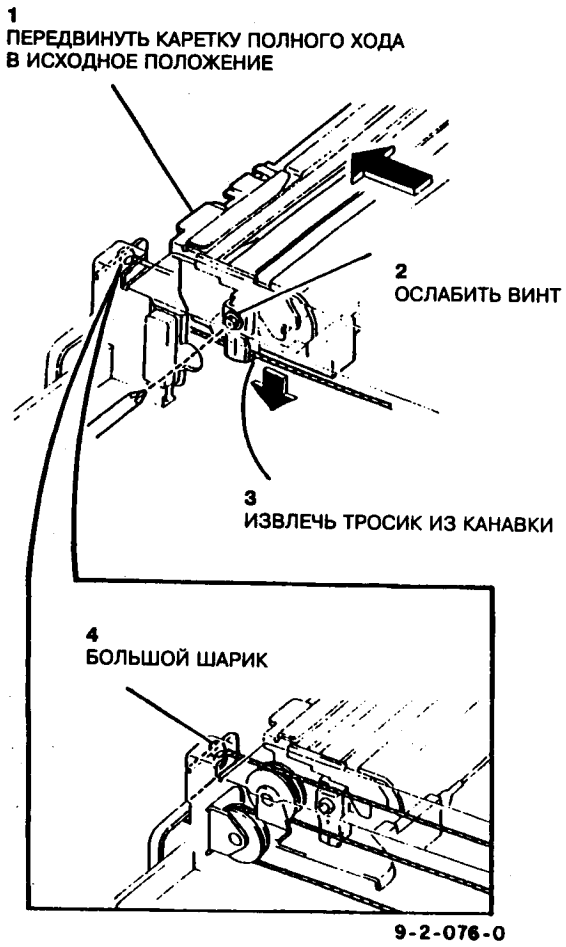

Рис.1 Подготовка к снятию тросика
6. Ослабить установочный винт каретки полного хода, извлечь тросик из канавки и снять большой шарик с левой рамы (рис.1).